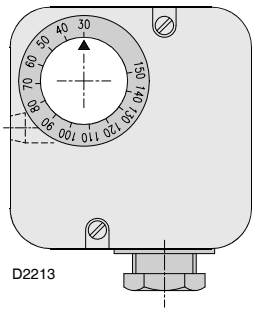

图 18
- 调节蝶阀上的最大燃气压力开关 (图 18 至量程的终止位置；